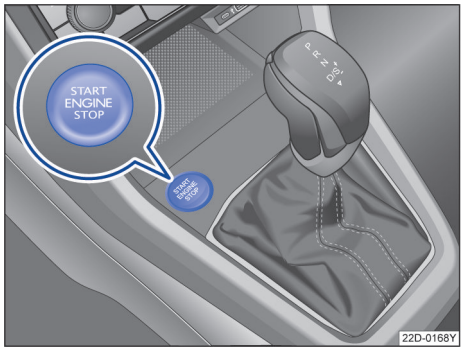

图 95 启动按钮
– **配备自动变速箱的车辆：**短促按压启动按钮→ 图 95。如果无法停下发动机，则应执行应急关闭→ 第 106 页。